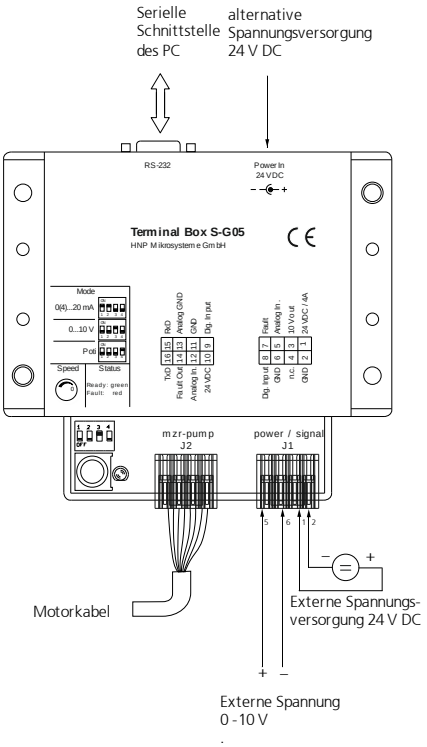

Bild 17 Betrieb über die externe Spannung 0-10 V
4. Schließen Sie externe Spannung 0-10 V an die Anschlussklemmen J1 »AnalogIn« und »GND« an das S-G05 an. (siehe Bild 17)